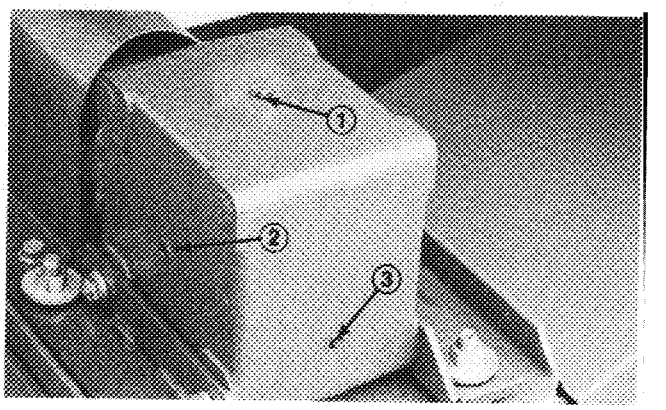

Figure 20
2. Lower cutting unit so castor wheels are on a level surface. Be sure all height-of-cut pins are in the same hole locations. Remove check plug (Fig. 20) from side of gear box and check level of lubricant. If level of lubricant is low, remove fill plug on top of gear box and add SAE 80-90 wt. gear lube until level is up to bottom of check hole.